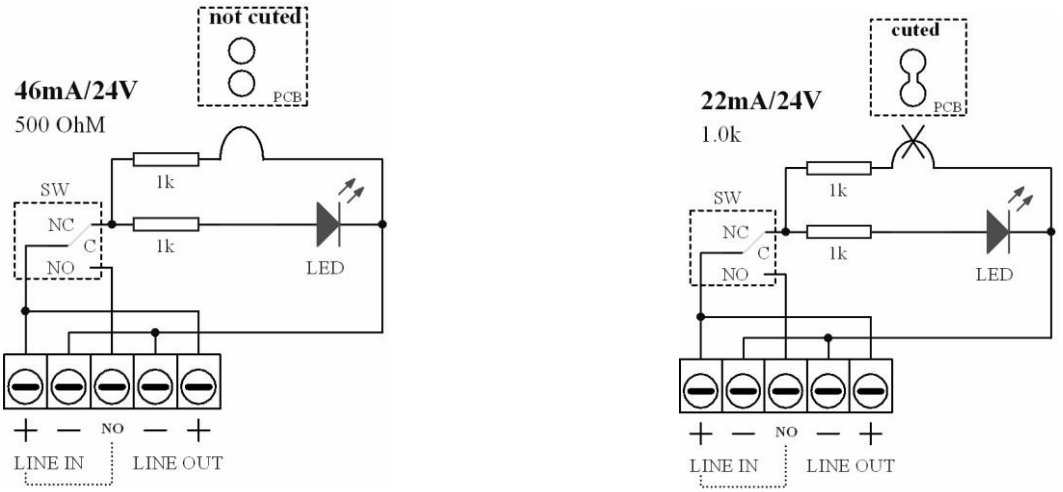

Fig.1
- Conecte os cabos elétricos de acordo com o diagrama (fig.1)